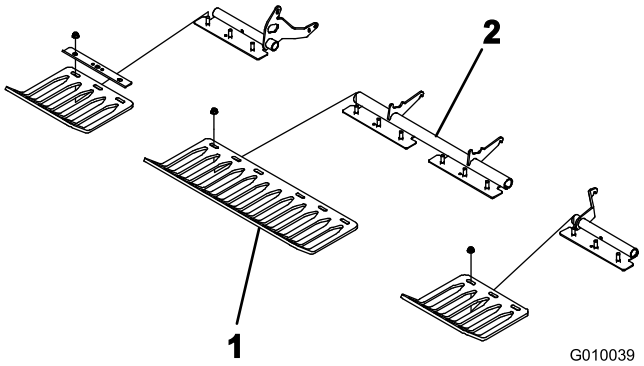

**Figuur 23**
3. Monteer de beschermvingers losjes op de beugels voor de beschermvingers met 4 klemmen en 12 flensmoeren (Figuur 23). Draai de bevestigingselementen niet vast aan.
**Opmerking:** De klemmen voor de beschermvingers en de flensmoeren zijn in de fabriek voor verzending vastgezet aan de beugels van de beschermvingers (Figuur 23).